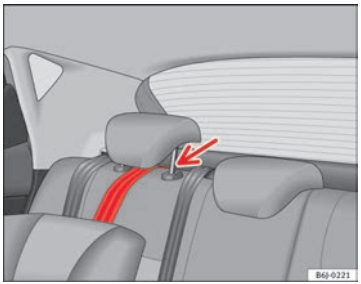

Fig. 36 Correia de fixação: ajuste correcto e montagem
– Passar a correia de fixação do Top Tether por baixo do encosto de cabeça do lugar traseiro ⇒ Fig. 36 (levantar o encosto de cabeça se for necessário).